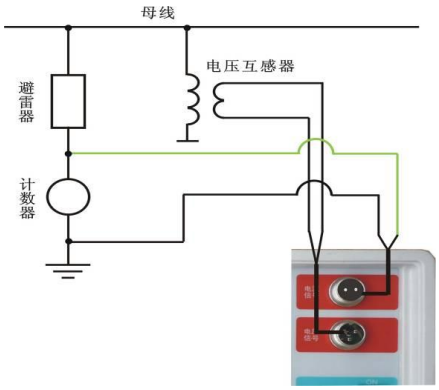

图 2 有线模式（测量相序 B:单相）测试接线示意图
(5)有线模式（测试相序：B,单相）测试接线示意图，见图 2